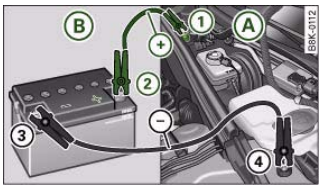

Fig. 249 Jump-starting with the battery of another vehicle: A – Discharged battery, B – Boosting battery
1. Connect one end of the lead to the **jump-start terminal** ⇒ fig. 249 (1) (terminal under red cap = "positive") of the vehicle with the flat battery (A).
2. Connect the other end of the positive lead to the positive terminal (2) of the boosting battery (B).